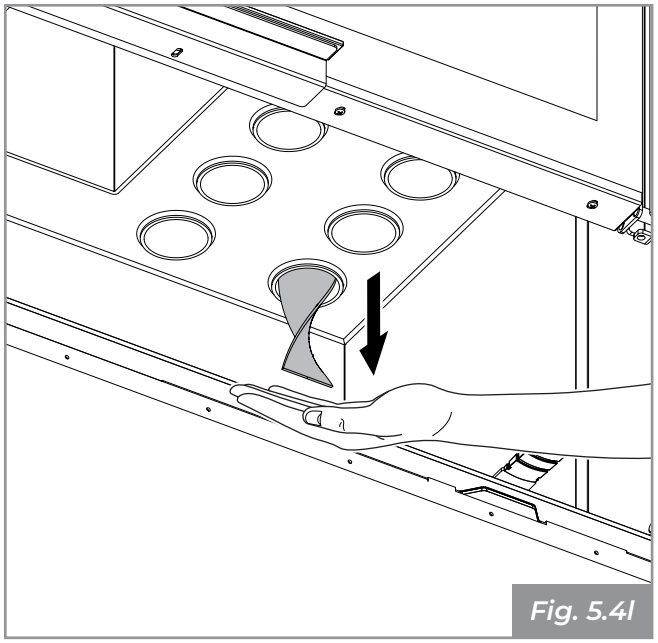

Fig. 5.4l
- Extraire le turbulateur en le manipulant avec précaution **(Fig. 5.4l)** ;